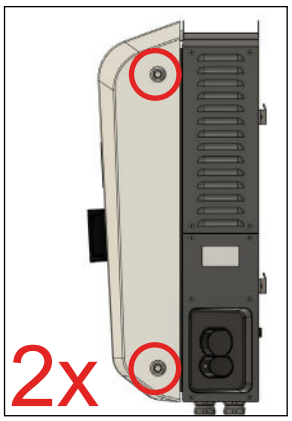

Abb. 10: DCW15 Schlüsselöffnungen
1. Schnellverschluss Gehäuse lokalisieren (siehe Abb. 10).